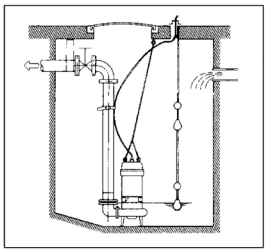

Fig. 1
(1) Limpie el sitio de instalación.
(2) El cable eléctrico no debe sufrir ningún tipo de traición mientras la bomba esté siendo transportada o instalada.
(3) Certifique que la bomba será instalada verticalmente en una base estable y nivelada.
(4) Instale la bomba en un lugar dentro de la estación donde la turbulencia sea mínima.
(5) En caso de que exista algún tipo de flujo de líquido dentro del tanque, fije el cable eléctrico en un lugar apropiado (consulte la fig. 1).
(6) Instale la tubería de manera que no se produzca entrada de aire. Si la tubería tiene que instalarse de manera que sea inevitable la entrada de burbujas de aire, instale una válvula de alivio de aire en la línea.
(7) No permita que el final de la tubería de descarga quede sumergida. Esto puede provocar contraflujo cuando se detiene la bomba y dañar la bomba.
(8) Las bombas DG (todas) y BST/TSBT (trifásicas) no poseen sistema automático de control de nivel basado en boyas. No opere la bomba durante mucho tiempo con un nivel de agua bajo, cerca del nivel mínimo. Si esto sucede, el motor puede sobrecalentarse y activarse el protector térmico.